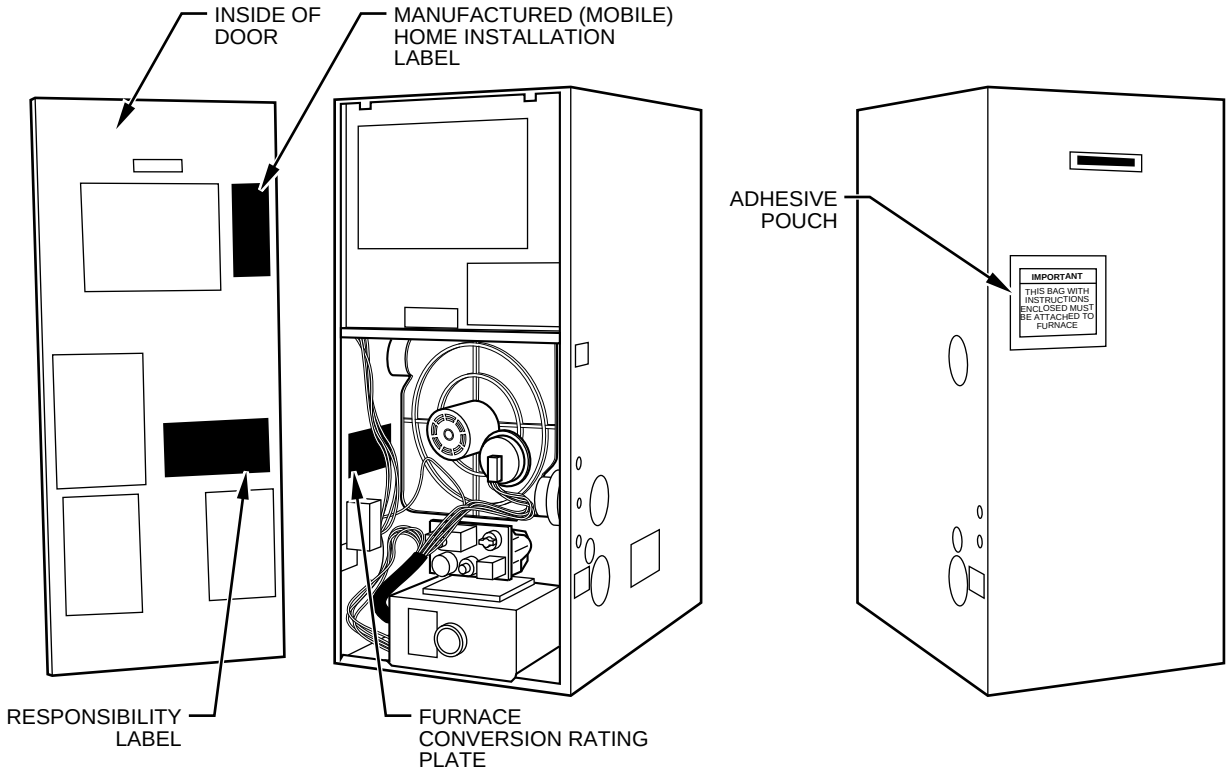

Fig. 4—Furnace Component and Conversion Label Location in Downflow Orientation
NOTE: See Fig. 4 for label location.
1. Attach Conversion Responsibility Label (322264-101) to inside of main furnace door. Date, name, and address of organization making this conversion are required. (See Fig. 4.)
2. Attach Conversion Rating Plate Label (322263-101) to inside of lower left-hand side of controls compartment (downflow) as shown in Fig. 4.
3. Attach Manufactured (Mobile) Home Installation Label (322236-101) to inside of main furnace door. (See Fig. 4.)
4. Attach adhesive pouch containing gas orifices and Installation Instructions to front of main furnace door. (See Fig. 4.) Pouch must not cover or block vents on door.
NOTE: See Fig. 4 for component location.